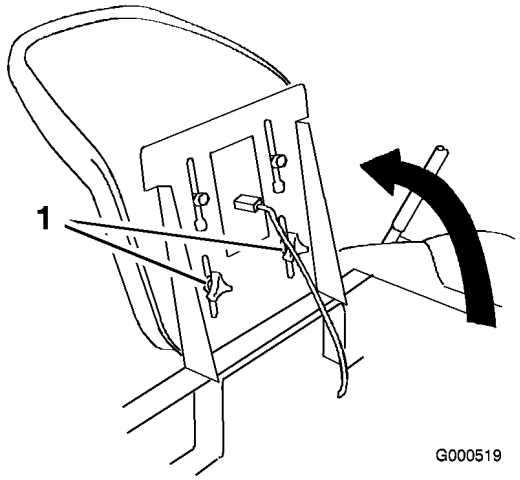

Figure 13
1. Soulevez le siège et desserrez les boutons de réglage jusqu'à ce que vous puissiez déplacer le siège (Figure 13).